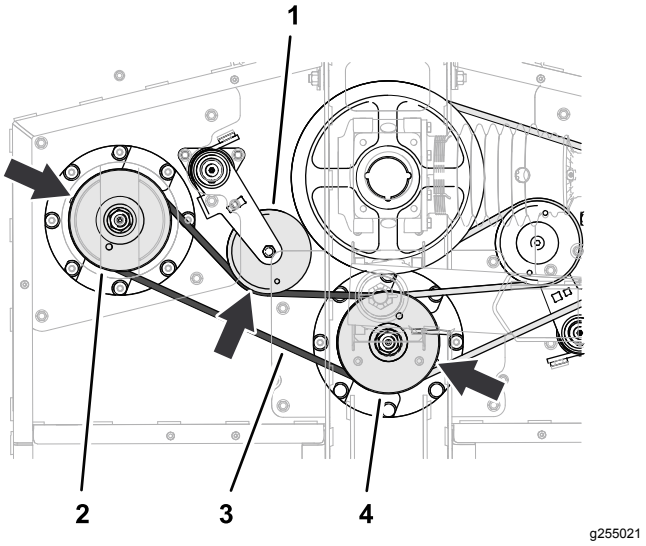

Figur 61
2. Dra den långa remmen runt den vänstra spindelremskivan och mittspindelremskivans nedre spår (Figur 61).
3. Använd en kofot eller ett liknande verktyg för att rotera remspännaren motsols och dra remmen över spännlocksremskivan (Figur 61).